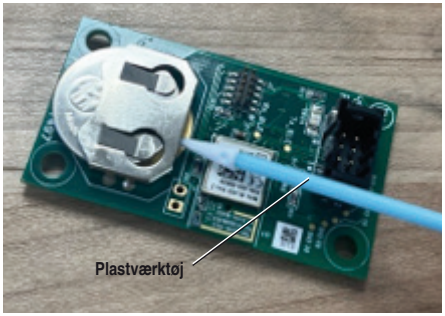

**Figur 4 – Fjernelse af batteriet fra printkortet**
4. Fjern knapcellebatteriet (CR2032) fra LED-printkortet ved hjælp af et ikke-ledende plastværktøj. Sæt et nyt knapcellebatteri (CR2032) i med den positive pol opad. Bortskaf gamle batterier på korrekt vis. *Se figur 4.*